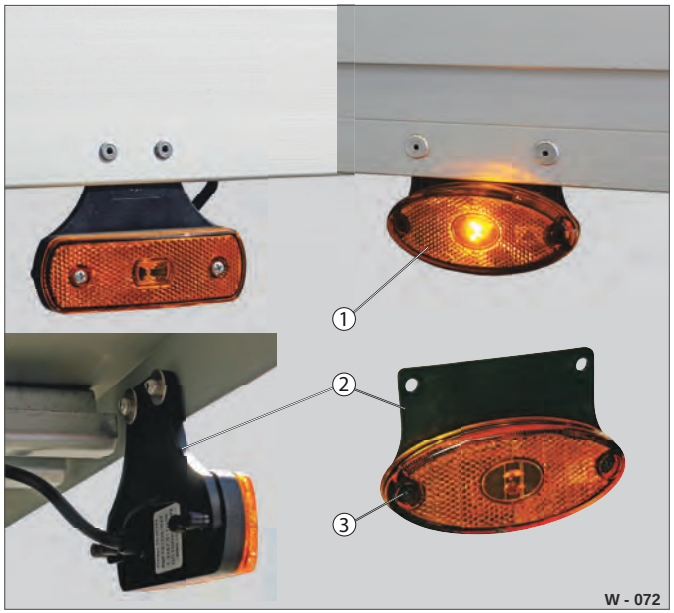

Fig. 74 Sidemarkeringslygter
▶ Lad defekte LED-lamper (Fig. 74 /1) udskifte på et specialværksted.